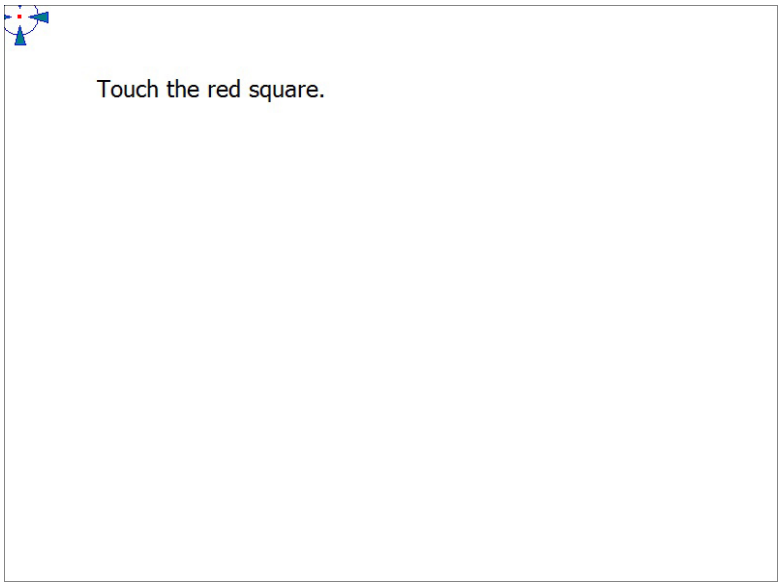

Figure 3-33: Calibration Window
Step 5: The calibration window in **Figure 3-33** appears. The user is asked to touch the screen at five specified points, if Standard Calibration is selected. Follow the screen guide to touch and hold each red square in the calibration window until it shows “Lift off to proceed”.